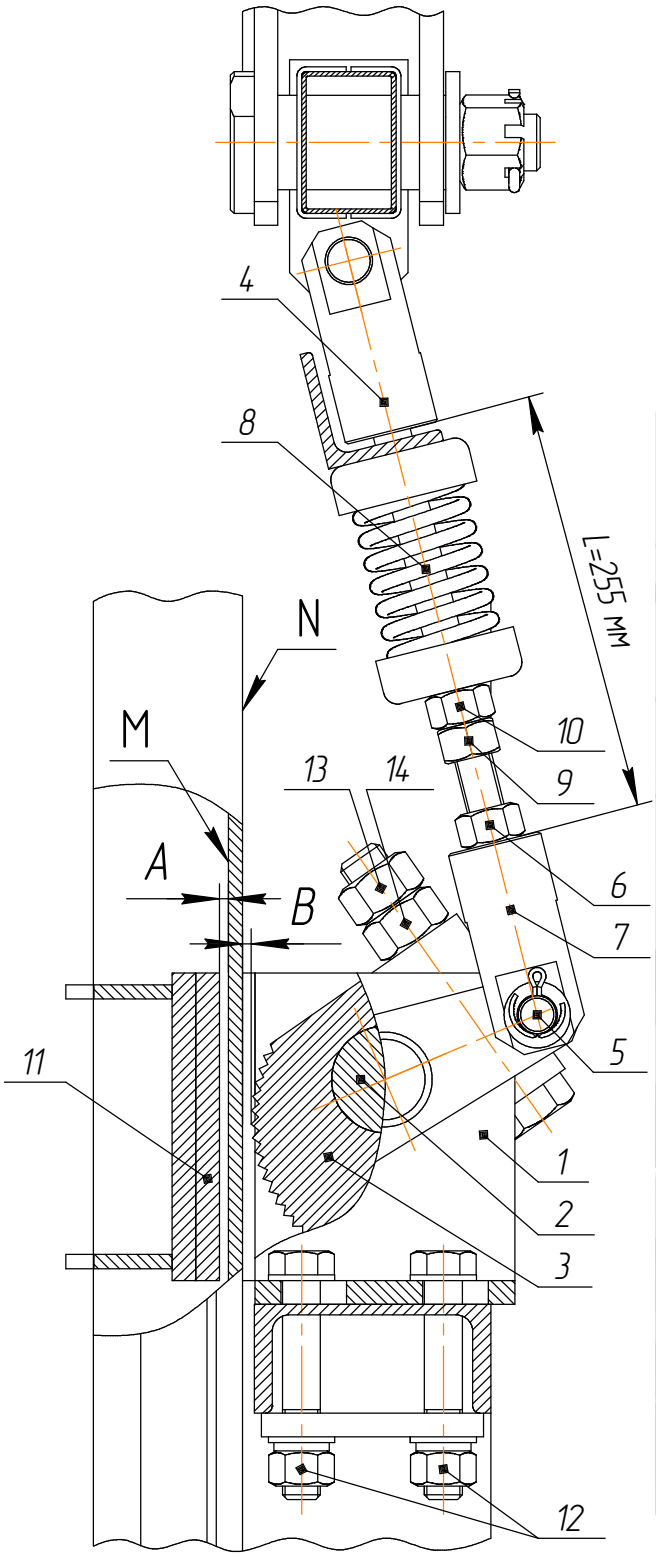

Рис. 10 – Узел эксцентрикового ловителя
4.6.2. Узел эксцентрикового ловителя (рис. 10) состоит из корпуса (1), закрепленного на поперечине рамы каретки, оси эксцентрика (2), установленной в проушинах корпуса и эксцентрика (3), закрепленного на оси при помощи болтового зажима.